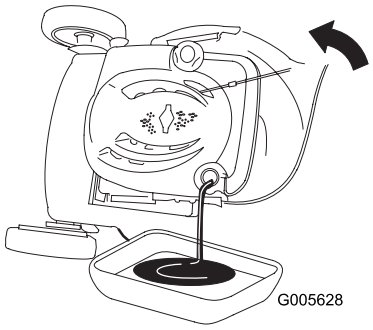

Figura 32
3. Incline o cortador para o lado (com o filtro de ar voltado para cima) para drenar o óleo usado para fora através do tubo de enchimento do óleo (Figura 32).